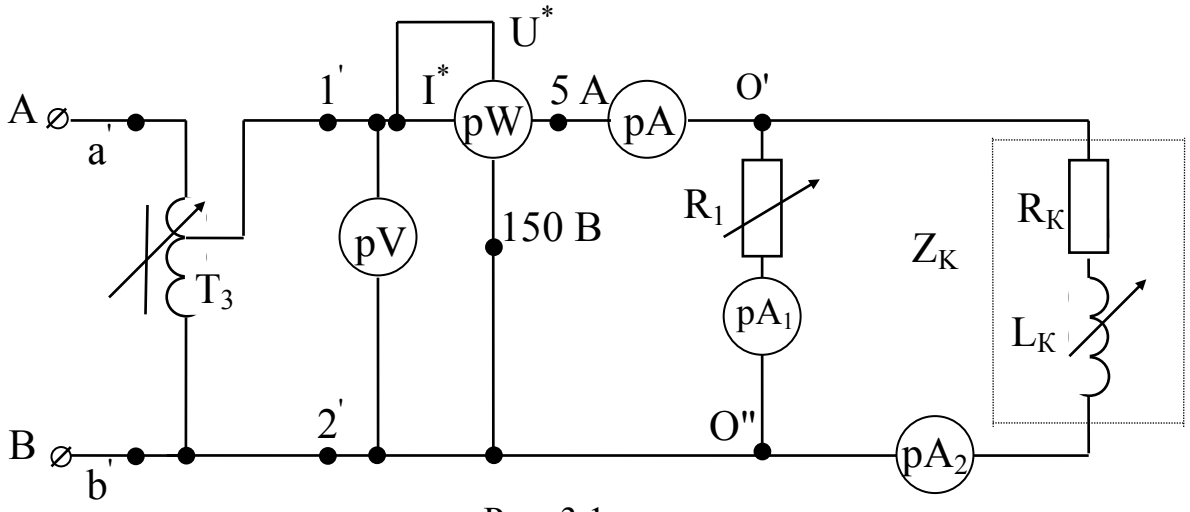

Рис. 3.1
1.1. Соберите цепь по схеме рис. 3.1.